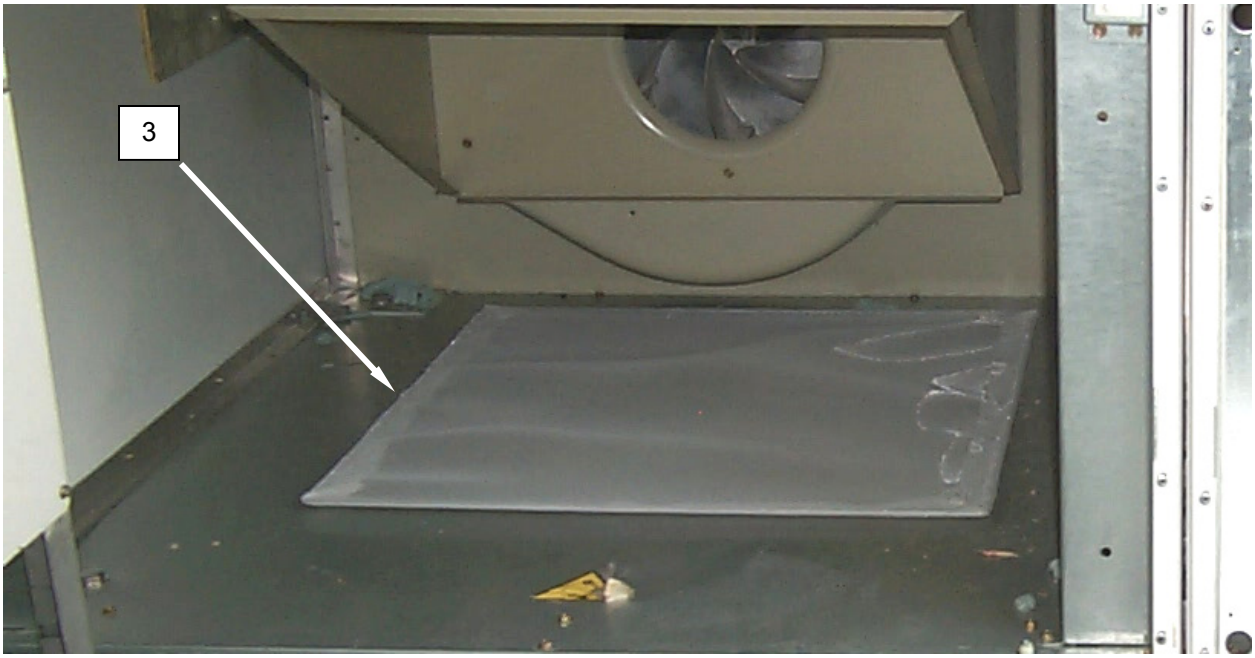

Figure 3. Remove Lint Screens.
7. Remove lint screens **(Figure 3, Item 3)** and lay flat.